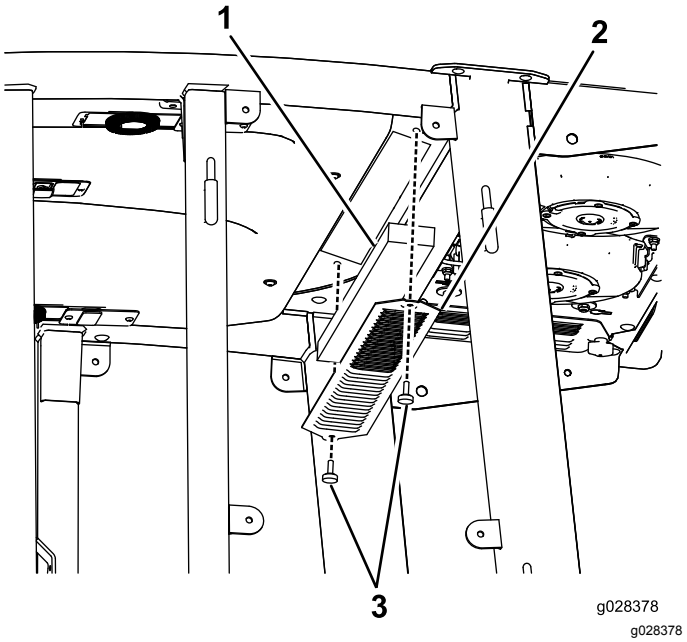
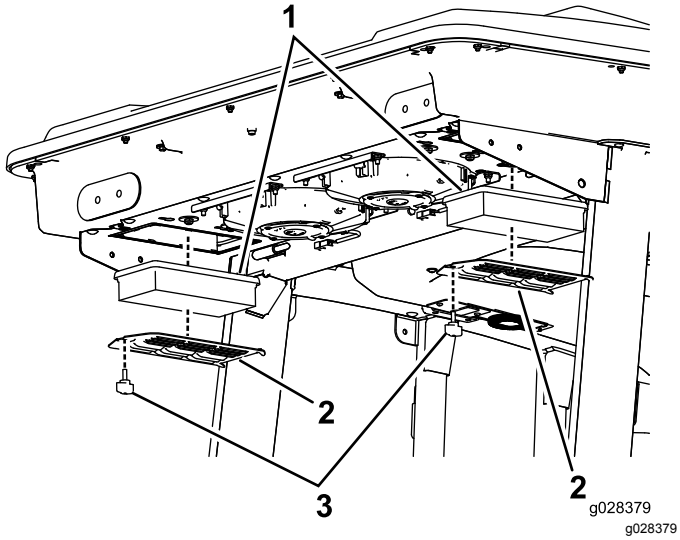
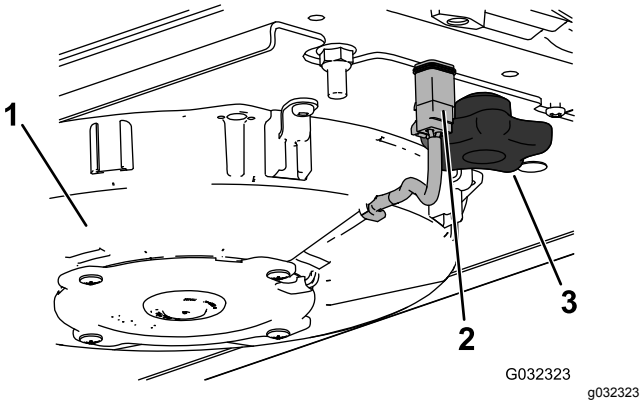
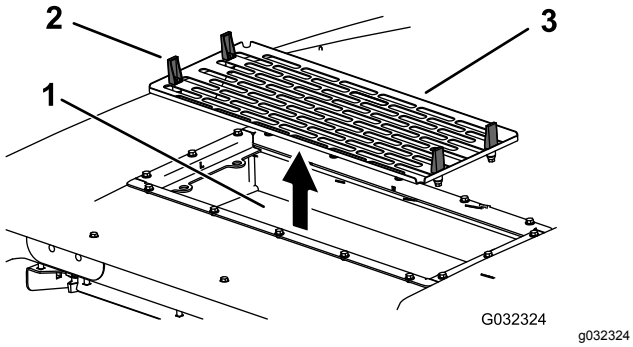

**Figur 93**
**Figur 94**
**Figur 96**
**Figur 97**
1. Ta ut skruene og fjern ristene over luftfiltrene både inni og bak førerhuset (Figur 93 og Figur 94).
5. Fjern luftfiltrene (se Figur 94).
7. Monter luftfiltrene, skjermen og vifteenheten (Figur 94, Figur 96 og Figur 97).
8. Koble til kabelen for hver vifte (Figur 96).